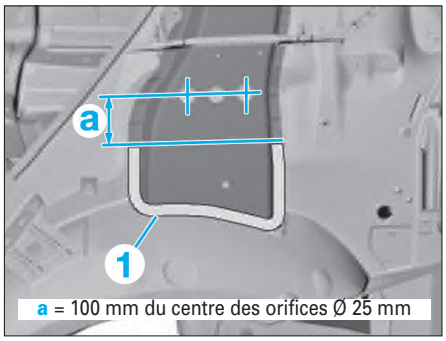

FIG. 37
• Tracer la ligne de coupe comme illustré **(Fig.37)**.